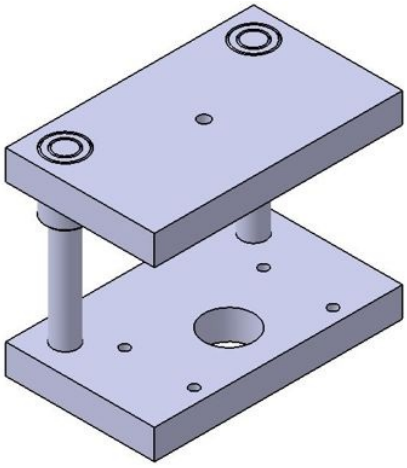

Figure 12-90 *The final Press Tool Base assembly*
5. Switch back to the **Assembly Design** workbench. The final assembly is shown in Figure 12-90.